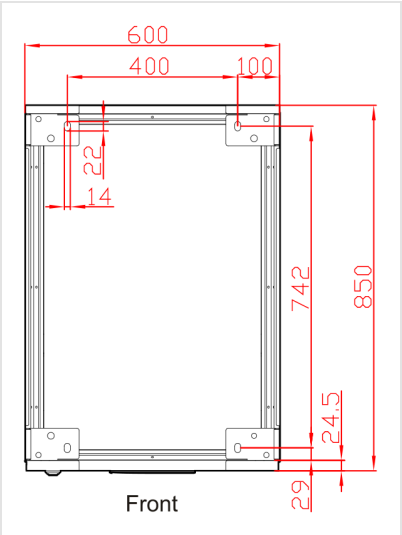
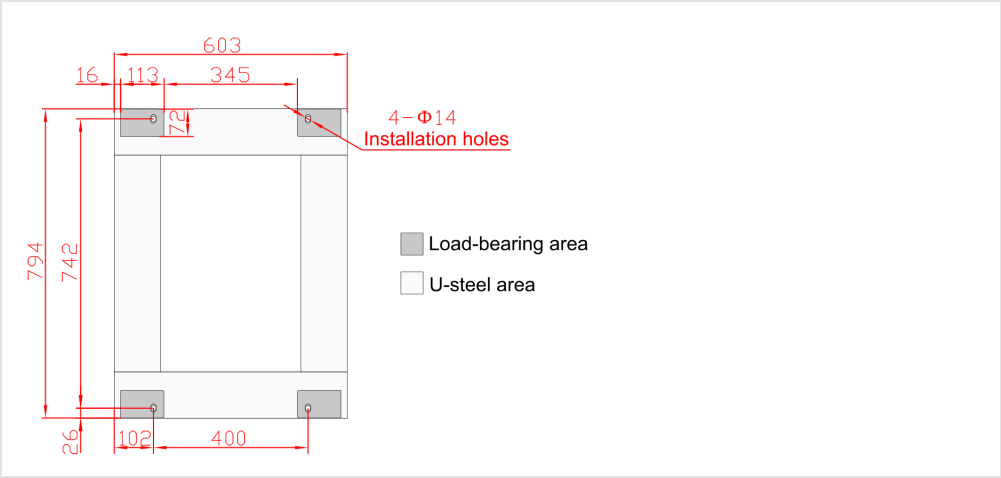

FIGURE 3-7 Floor fixing holes, mm, seen from above
FIGURE 3-8 U-channel steel base, mm — 4 holes of 14 mm
2. Drill 4 holes of 14 mm diameter in the floor at the fixing holes of the cabinet (Figure 3-7). On a U-channel steel base, drill the 4 holes as in Figure 3-8.